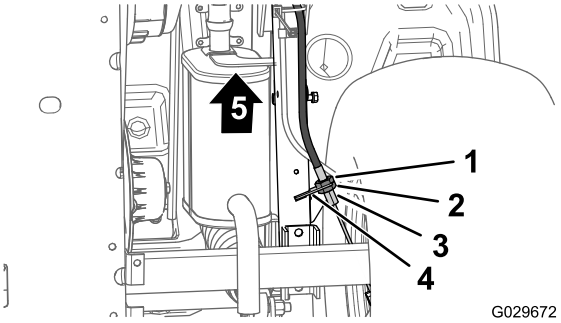

Figura 62
3. En la parte inferior de la máquina, afloje 4 vueltas la contratuerca trasera del ajustador roscado del cable del freno de estacionamiento (Figura 62).
4. Apriete la contratuerca delantera (Figura 62).
A. Afloje 1 vuelta la contratuerca delantera (Figura 62) del ajustador roscado del cable del freno de estacionamiento.
B. Apriete la contratuerca trasera (Figura 62).
A. Afloje 1 vuelta la contratuerca trasera (Figura 62) del ajustador roscado del cable del freno de estacionamiento.
B. Apriete la contratuerca delantera (Figura 62).